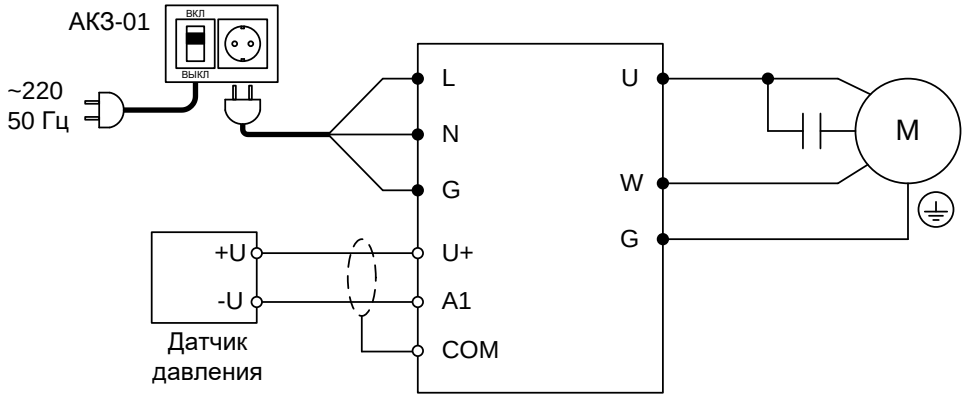

Рисунок 4 – Схема подключения ПЧ
1) Установите и подключите ПЧ в соответствии со схемой на рис. 4.